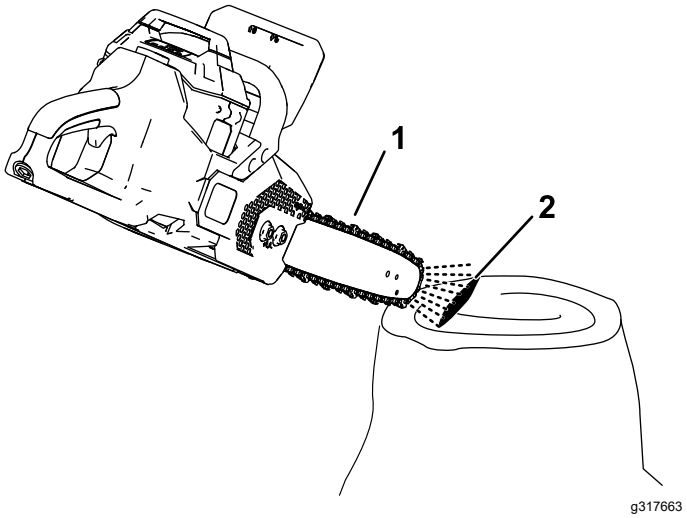

**Figuur 26**
2. Om te controleren of de olie naar de ketting stroomt houdt u de neus van de kettingzaag een paar centimeter van een oppervlak (b.v. papier, karton, boomstronk) en laat u de kettingzaag draaien. U moet dan een licht oliepatroon op het oppervlak zien (Figuur 26).